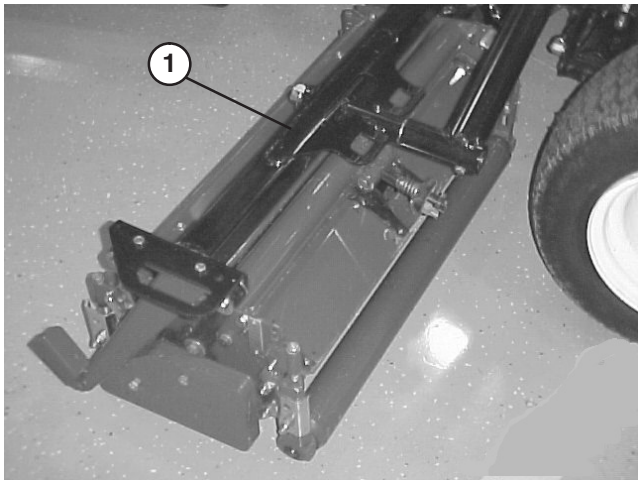
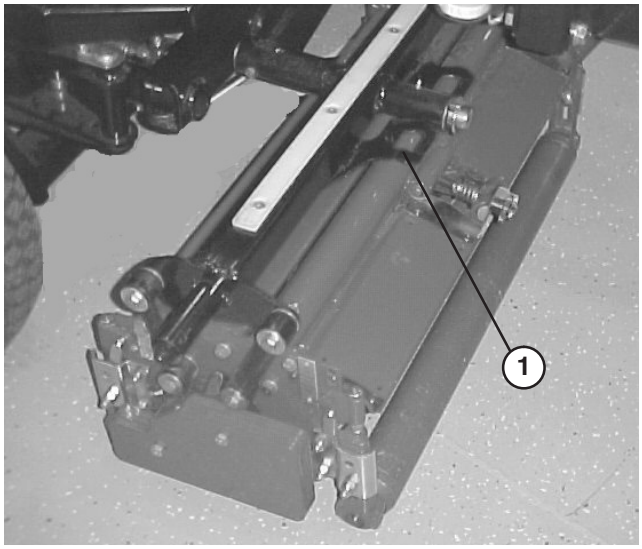
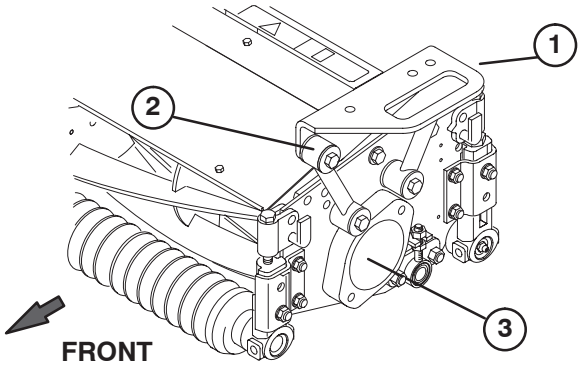

Figure 15
Figure 16
Figure 17
Note: With lift arms fully raised, hoses should be routed as shown in figure 17 and clear lift arm by .04–.12”.
2. Position a front carrier frame (Fig. 15) onto each front cutting unit. Align mounting holes with mounting links as shown in figure 17.
3. Position rear carrier frame (Fig. 16) onto rear cutting unit, aligning mounting holes with mounting links as shown in figure 17.
4. Secure each mounting link to carrier frame with a 3/8–16 x 2–1/4” lg capscrew, (2) flatwashers and a locknut, as shown in figure 17. Position a washer on each side of link when mounting. Torque to 31 ft–lb.
3. Remove shipping plug from bearing housings on remaining cutting units (Fig. 17).